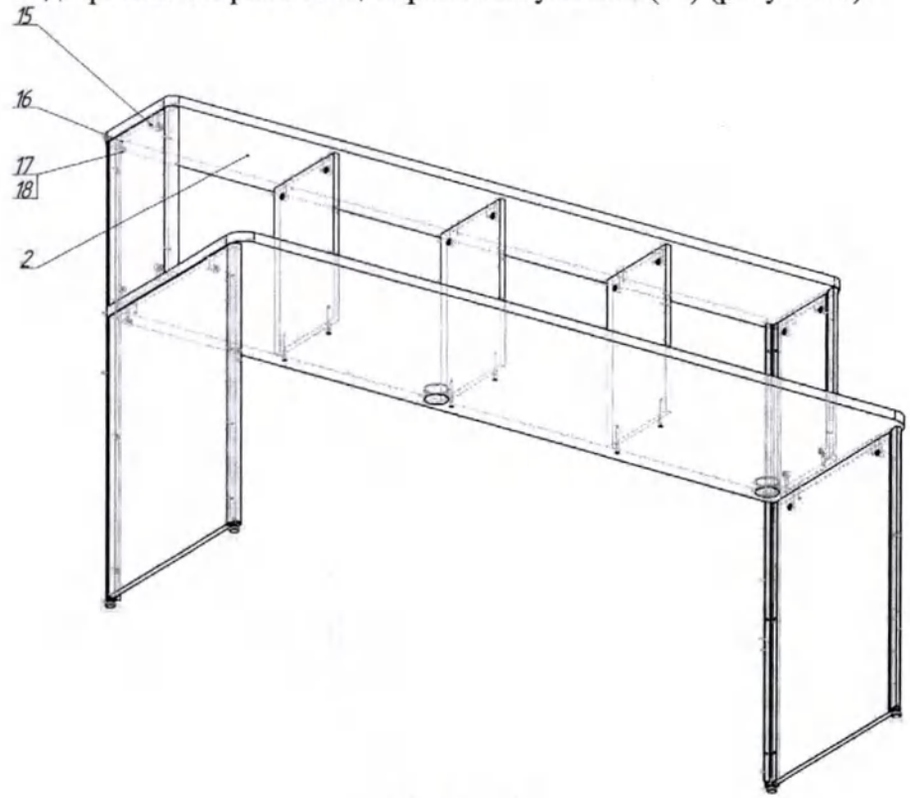

Рисунок 5
4.19. С помощью крестовой отвертки или ключа, поворачивая по часовой стрелке эксцентрики, притянуть столешницу надстройки к панелям надстройки. Закрыть эксцентрики заглушками (18) (рисунок 5).